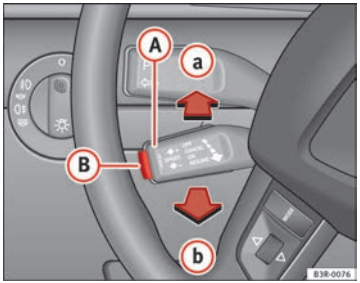

Abb. 144 Bedienungselemente der Geschwindigkeitsregelanlage
– drücken Sie den Hebel (A) ⇒ Abb. 144 bis auf die Position (a) (nicht gerastet).